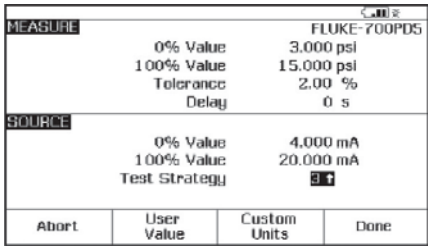

图 16.
6. 此时，按“As Found”，选择“Instrument”(仪表)，然后按“ENTER”(确定)，然后按图 16 所示填写模板。